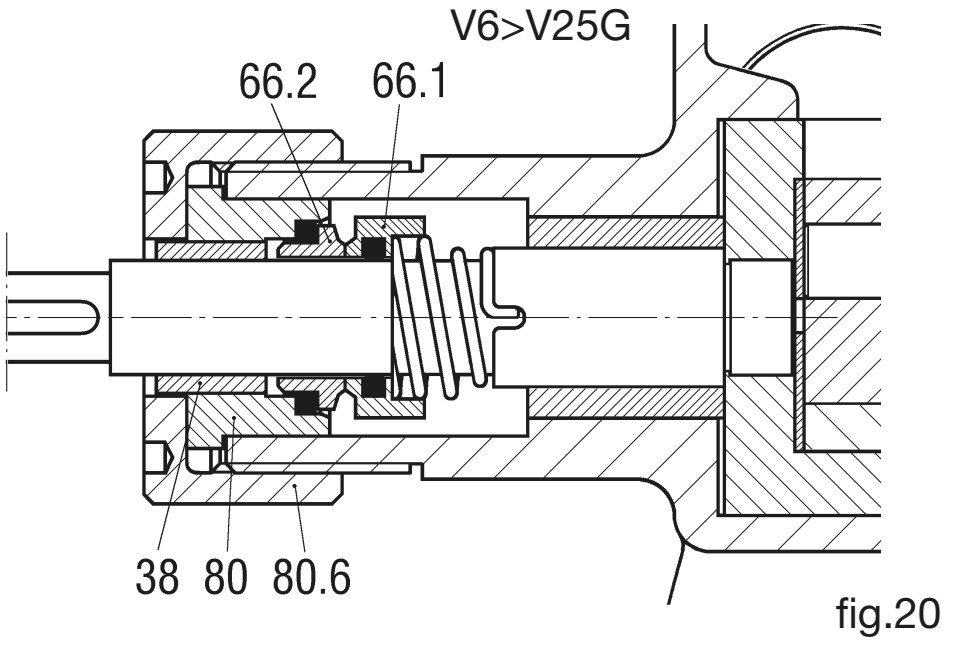

fig.20
12.4 Montaje de la junta estanca mecánica ST5, ST6 de las bombas de hierro fundido de V6 a V25 (fig.20)